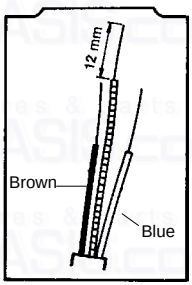

Fig. 19
7.1.2 The earth conductor must be cut longer than the live and neutral (fig. 19). Connect the Supply Cable to the terminal block marked 240 V ~ 50 Hz, L, N, the supply cable is to be connected as follows: